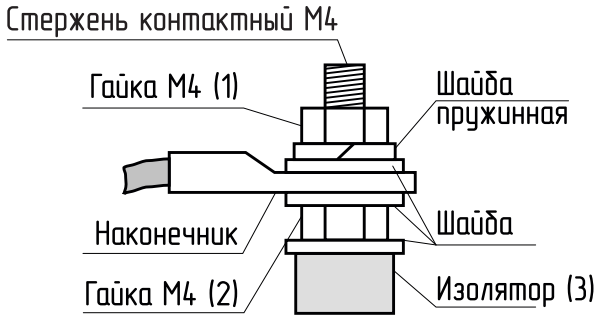

**Рис.7. Присоединение проводов к выводам блок ТЭН**
10.4. При замене блок ТЭН присоединение фазных проводов к выводам блок ТЭН производить согласно Рис.7. Сечение кабеля указано в таблице 1 и 1.1.
**Внимание!** При закручивании гайки М4 (1) во избежание короткого замыкания, при повреждении изоляции (3) и последующего выхода из строя блока ТЭН необходимо зафиксировать (рожковым) гаечным ключом гайку М4 (2). Затяжку гайки М4 (1) производить с усилием 1,8 Нм.